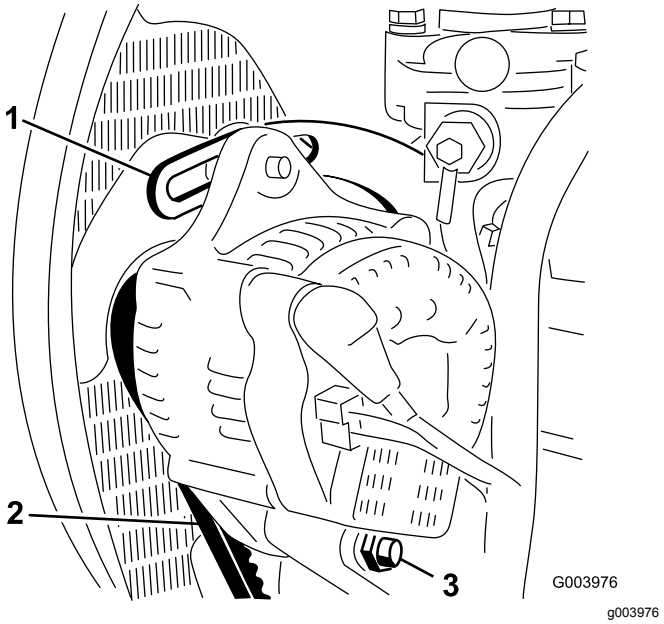

**Figuur 54**
2. Controleer de spanning van de riem van de wisselstroomdynamo door deze (Figuur 54) midden tussen de poelies van de wisselstroomdynamo en de krukas in te drukken met een kracht van 10 kg.
3. Draai de bout los waarmee de beugel is bevestigd aan de motor (Figuur 54), alsmede de bout waarmee de wisselstroomdynamo is bevestigd aan de beugel en de ankerbout.